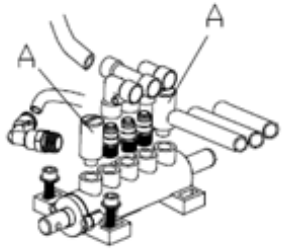

Fig 13
2. Allentare i silenziatori delle valvole (A) che appartengono al pedale di apertura e chiusura delle ganasce e al pedale dello stallonatore (Fig. 13)
3. Pulire i silenziatori con aria compressa; se sono danneggiati, sostituirli facendo riferimento all'elenco delle parti di ricambio. (Fig 13)